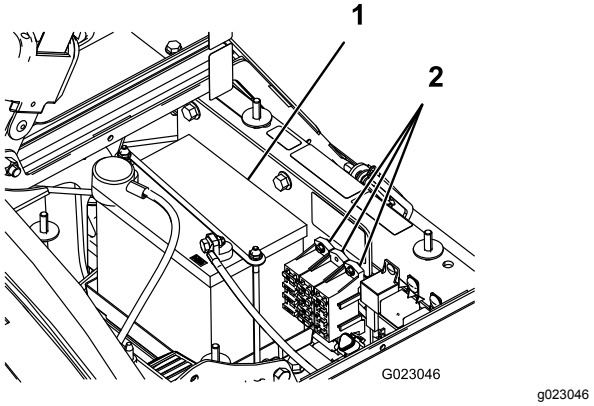

**Figuur 43**
Er zijn 2 zekeringen en 1 lege sleuf in het elektrische systeem. Deze bevinden zich onder de bestuurdersstoel (Figuur 43).
2. De accu bevindt zich aan de rechterzijde van de machine, achter de pomp (Figuur 43).
5. Verwijder de accuhouder en bevestigingen (Figuur 43).
2. Monteer de accuhouder en zet deze vast met de bevestigingen die u eerder hebt verwijderd (Figuur 43).
4. Monteer het accudeksel en zet dit goed vast met de 2 knoppen (Figuur 43).
1. Draai de knoppen aan beide zijden van de accubak los en verwijder het accudeksel (Figuur 43).